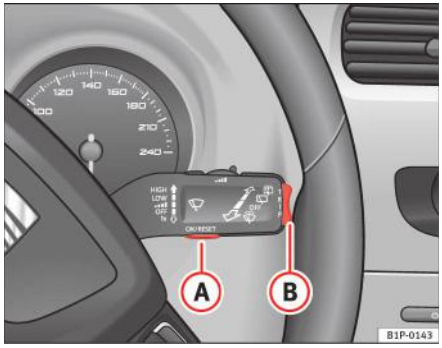
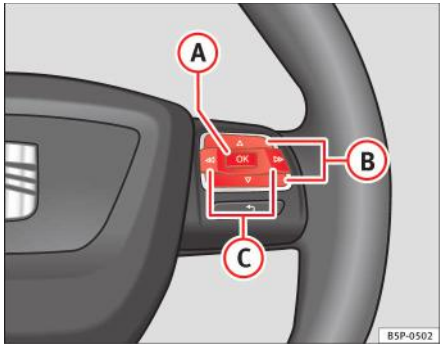

Fig. 43 Maneta ştergătoarelor de parbriz: butonul A pentru confirmarea selectării meniului şi comutatorul basculant B pentru schimbarea meniului
Fig. 44 Comenzile de pe volan: butonul A pentru confirmarea selectării meniului şi comutatorul B pentru schimbarea meniului
– Apăsați butonul (A) de pe maneta ştergătoarelor de parbriz. Meniul **Configuration (Configurare)** este accesat.
– Pentru accesarea meniului “Configurare”, apăsați butonul (C) ⇒ pagina 70, fig. 44 până la afişarea meniului. Acum vă aflați în acest meniu.
– Selectați opțiunea **Pneurile de iarnă** utilizând comutatorul (B).
– Apăsați butonul (A). Meniul **Pneurile de iarnă** este accesat.
– Utilizați butonul (B) pentru selectarea opțiunii **+10 km/h** sau **-10 km/h** şi apăsați butonul (B) pentru a creşte sau a reduce viteza setată.
– Utilizați comutatorul (B) pentru selectarea opțiunii **On/Off (activare/ dezactivare)** şi apăsați butonul pentru activarea sau dezactivarea avertizării referitoare la viteză. Dacă avertizarea referitoare la limita de viteză este dezactivată, vor fi afişate trei linii **---**
– Pentru a comuta între memorii, apăsați scurt butonul A ⇒ pagina 70, fig. 43 ⇒ pagina 70 de pe maneta ştergătoarelor de parbriz sau butonul OK de pe maneta multifuncțională ⇒ pagina 70, fig. 44 ⇒ pagina 70 în timp ce contactul este pus.
Următoarele date pot fi vizualizate pe afişajul multifuncțional cu ajutorul comutatorului basculant (B) ⇒ pagina 70, fig. 43 ⇒ pagina 70 de pe maneta ştergătoarelor de parbriz sau prin apăsarea butonului [△] sau [▽] ⇒ pagina 70, fig. 44 de pe volanul multifuncțional*.